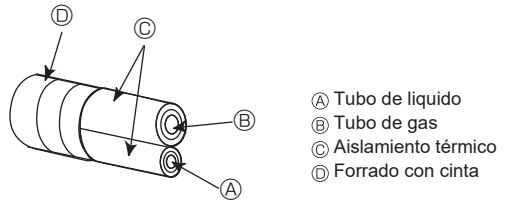

Fig. 4-5
4.3. Tubos de conexión (Fig. 4-5) (Fig. 4-6)